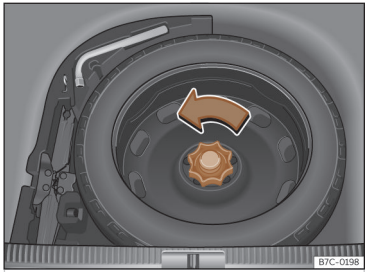

Abb. 231 Im Gepäckraum: hochgeklappter Ladeboden
- Drehen Sie das Rädchen entgegen dem Uhrzeigersinn ››› (Abb. 231).